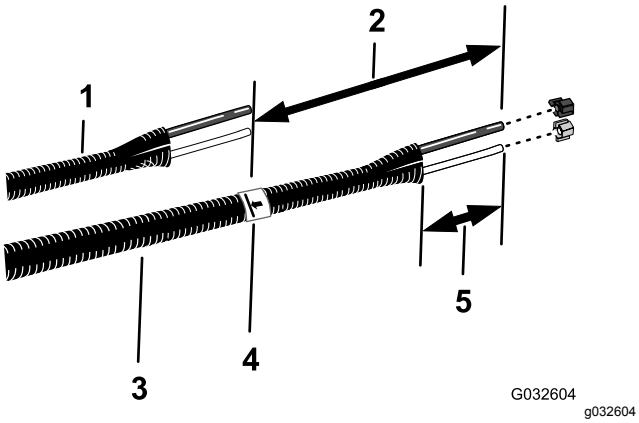

Figur 20
6. Innrett de gamle væske- og luftrørene (Figur 20) med den nye rørenheten (Toro-delenr. 114-9553)
8. På den nye rørenheten, legg til 26 cm lengde fra merket du laget i trinn 7, merk av på rørenheten, og kutt rørene ved det andre (lengste) merket (Figur 20).
10. Fjern 77 til 102 mm av hylsteret rundt hver ende av rørenheten (Figur 20).